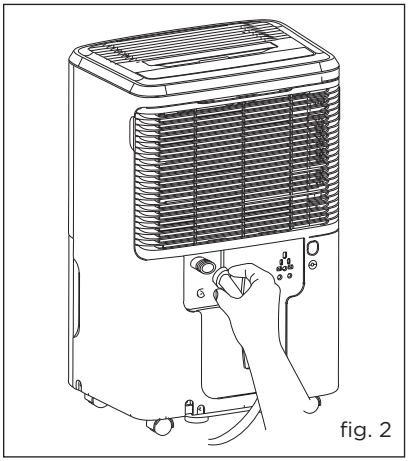

fig. 2
c. Insérez l'extrémité filetée femelle du tuyau dans le connecteur de purge de l'unité. (fig. 2)